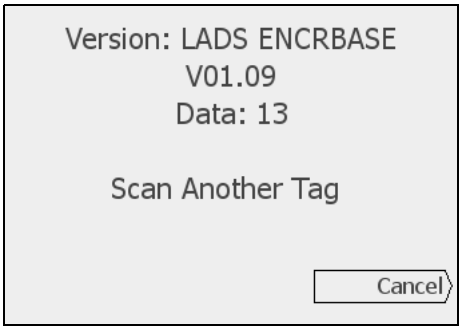

Figure 13-51 RFID Test Screen - Successful Tag Scan
14. Pass a test tag across the RFID reader. If the tag is successfully scanned, a screen similar to Figure 13-51 is displayed.